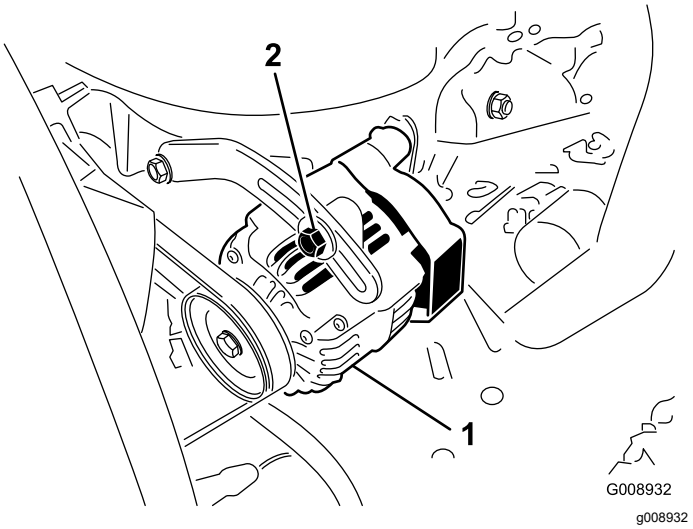

**Figuur 84**
2. Als de speling niet correct is (en dus geen 10 mm bedraagt), moet u de montagebouten van de wisselstroomdynamo losdraaien (Figuur 84).